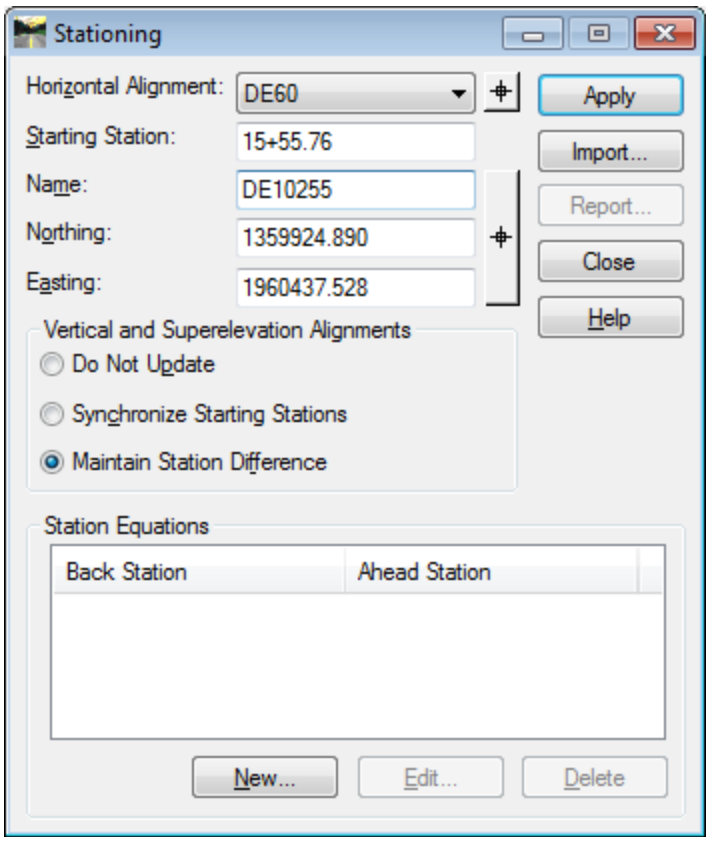

Figure L5-8 Stationing
17.	**Station Alignment DE60 to Begin at Station 15+55.76** • Select **Geometry ▶ Horizontal Curve Set ▶ Stationing**. The **Stationing** dialog opens. • **Match** the settings shown in *Figure L5-8*. • Click **Apply** & **Close**.